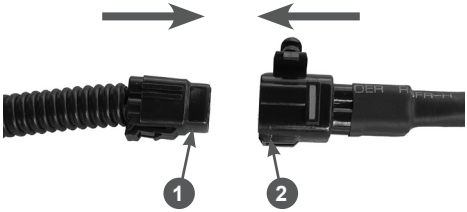

**Рис. 22 Подключение электрооборудования панели**
14. Соедините разъёмы цепи питания фары и обогрева рукояток (Рис. 22).